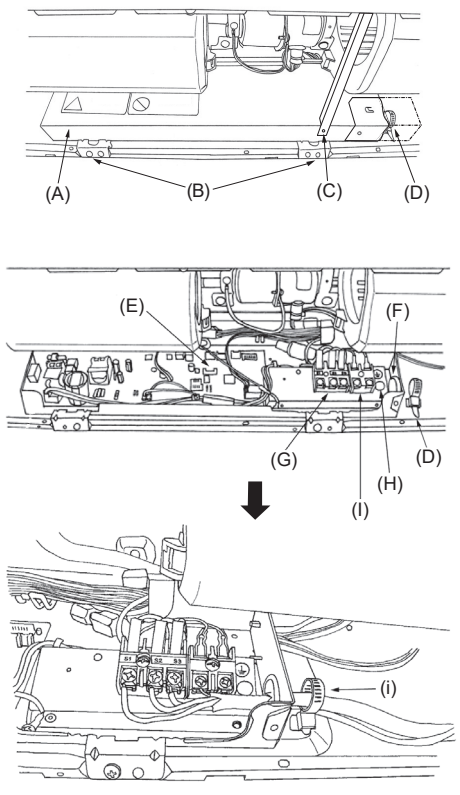

Fig. 6-1
6.1. Cablaggi elettrici (Fig. 6-1)